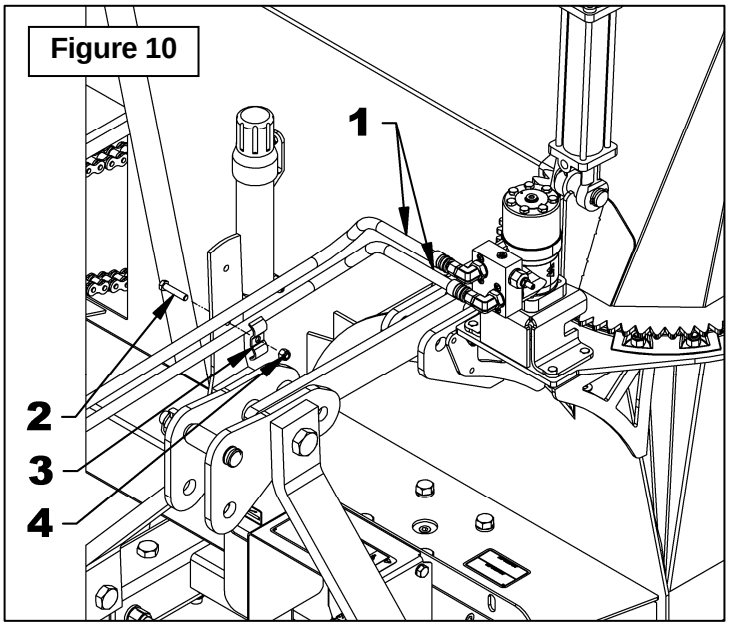

Figure 10
1. **Figure 10:** Installer les boyaux du moteur hydraulique de la chute (item 1) du même côté du support de boyau dans le trou de fixation du bas.
2. **Figure 10:** Fixer avec la crampe à boyau à l'aide d'un boulon 3/8"NC x 1 3/4" et un écrou à bague de nylon 3/8"NC (items 2-3-4).